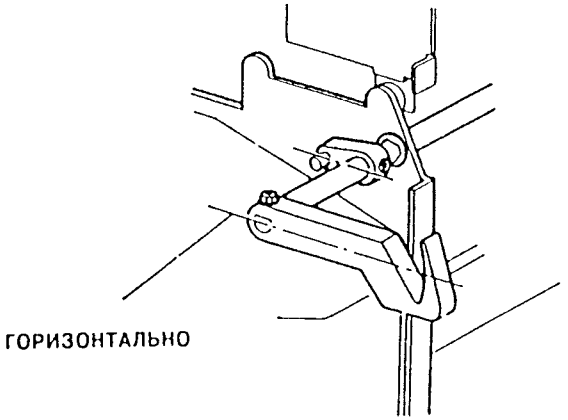

Рис. 1. Положение запорного рычага.
2. Проверьте, что запорный рычаг расположен горизонтально (Рис. 1).